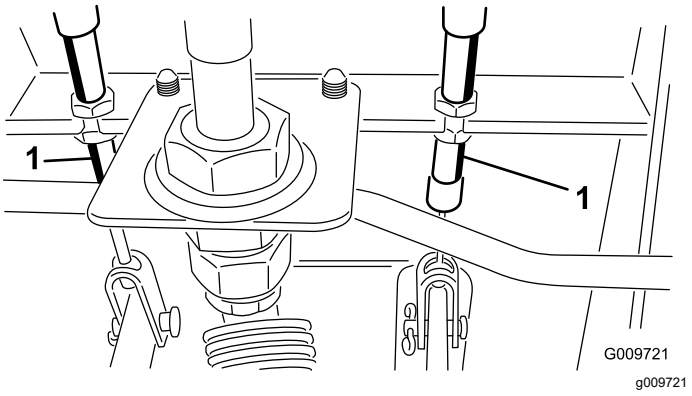

Figur 115
A. Løsn den forreste møtrik på bremsekablets gevind-ende (Figur 115).